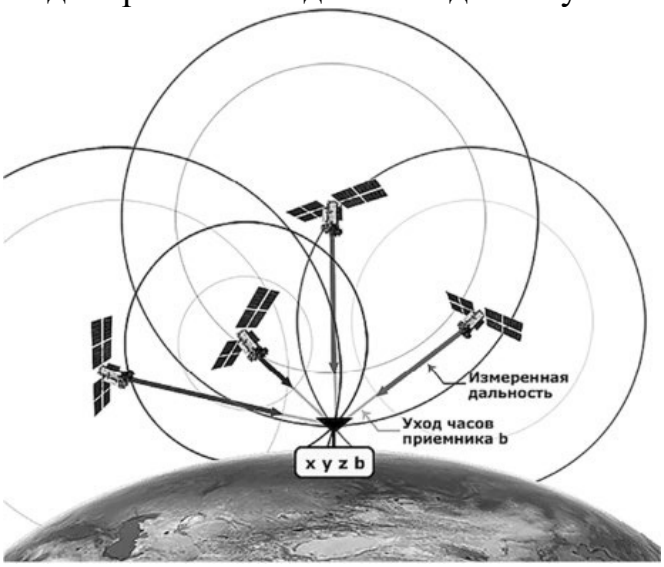

Рисунок 44. Принцип работы спутниковой системы Глонасс
*Подсистема космических аппаратов* состоит из 24 искусственных спутников Земли, обращающихся вокруг Земли по орбитам, близким к круговым, на высоте около 20000 км. В любом месте Земли на высоте более 15° над горизонтом одновременно видны от 4 до 8 спутников. (Рисунок 44)